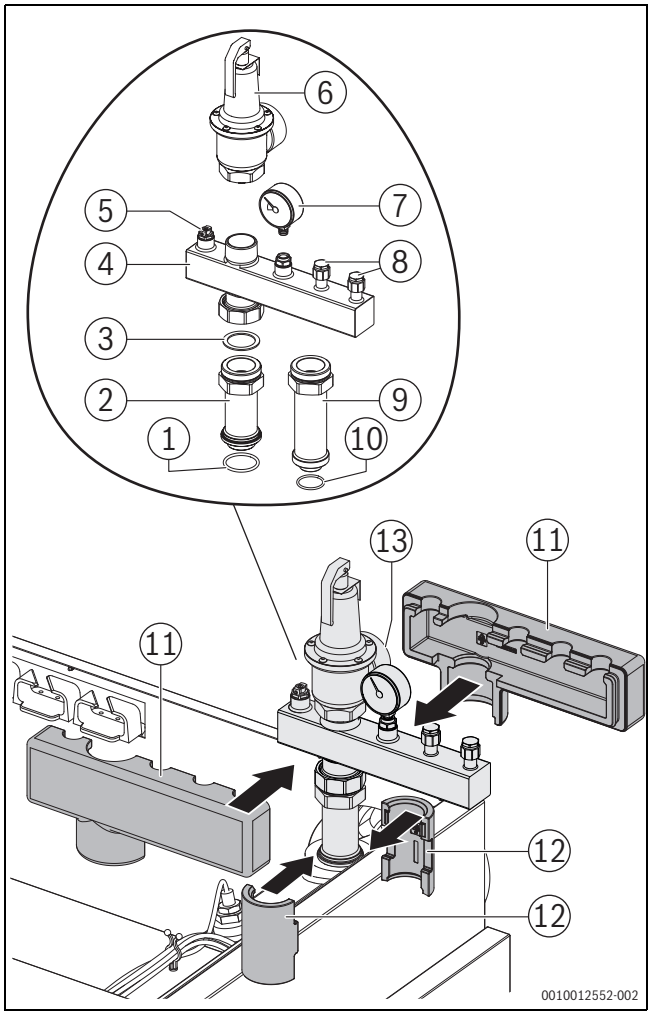

Bild 19 Sicherheits-Set 4 bis 6 bar (Dargestellt: Kesselaufbau rechts)
(→Bild 19 und 20)
- Sicherheitsventil (→Bild 19, [6]) auf den Gewindestutzen am Armaturenbalken [4] mit geeignetem Dichtmittel eindichten (Ausblaserichtung [13] bezüglich späterer Montageposition beachten).
Legende zu Bild 19 und 20: